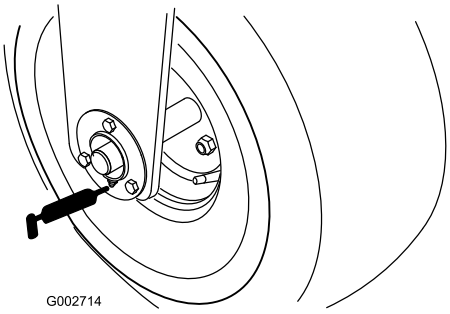

**Figur 21**
- Forreste hjulleje (1) (Figur 21)